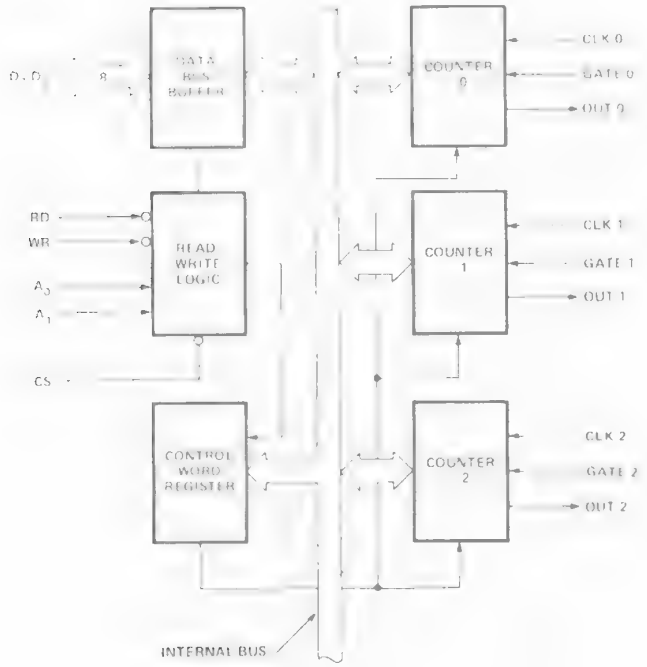

Figure 1. Block Diagram
1. AC timings measured V_{OH} = 2.0 V_{OL} = 2.0, V_{OL} = 0.8, and with load circuit of Figure 1.
2. Chip Select (CS) and Command/Data (C/D) are considered as Addresses.